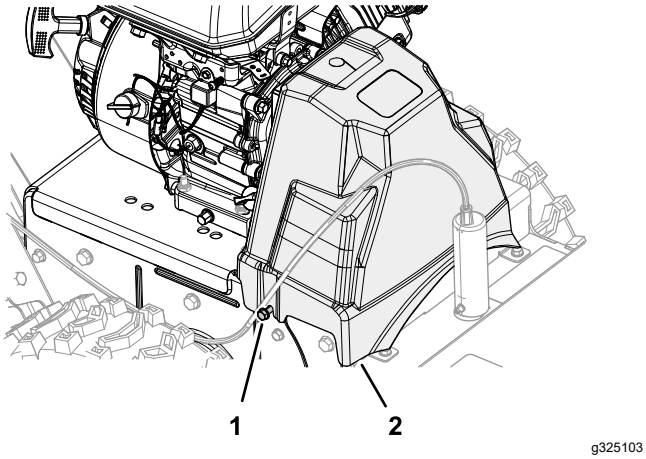

Figure 42
1. Desserrez les 2 vis à embase qui fixent le protège-courroies sur la machine (Figure 42).